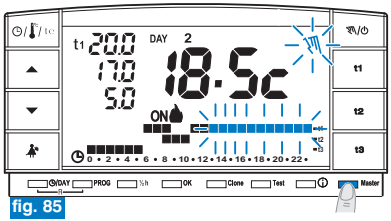

fig. 85
- Pulsar por un instante el botón **"Master",** en la pantalla desaparece el mensaje **Máster:** el cronotermostato permanece en funcionamiento "manual temporal" y las zonas asignadas al máster vuelven a ser controladas por los respectivos transmisores. (ejemplo fig. 85).